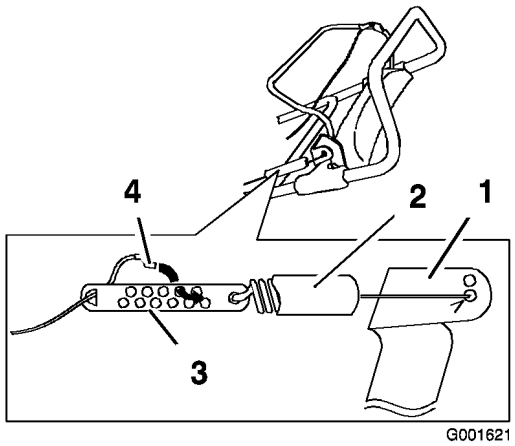

Figure 21
1. Décrochez le ressort du support de la barre de commande (Figure 21).
2. Remontez la protection du ressort sur le dispositif de réglage du câble (Figure 21).
3. Décrochez le raccord en Z du dispositif de réglage et replacez-le dans un autre trou du dispositif de réglage de manière à obtenir l'écartement voulu de 3 à 6 mm (1/8 à 1/4 pouce) entre le support de la barre de commande et le mancheron. (Figure 21).